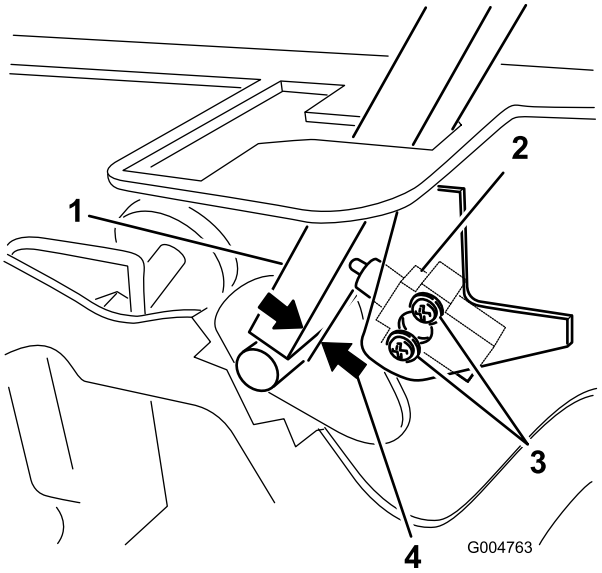

**Rysunek 51**
3. Poluzuj 2 śruby mocujące przełącznik blokady (Rysunek 51).
4. Trzymając dźwignię sterowania przy ramie, przesuwaj przełącznik w kierunku dźwigni, aż odległość pomiędzy dźwignią i obudową przełącznika wyniesie od 0,4 do 1 mm, jak pokazano na Rysunek 51.